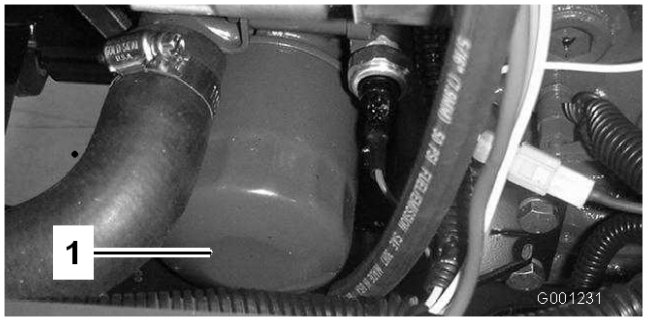

Figur 49
6. Ta bort och byt ut oljefiltret (Figur 49).